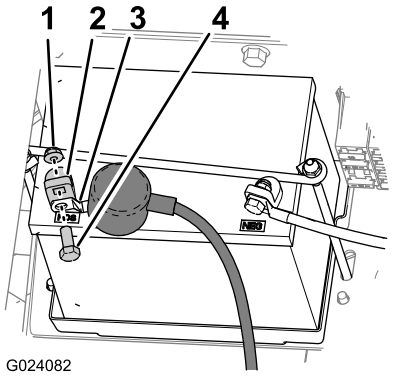

Rysunek 4
5. Odsuń osłonę izolującą i odkręć śrubę z nakrętką mocujące zacisk dodatniego przewodu akumulatora do dodatniego bieguna akumulatora (Rysunek 4).